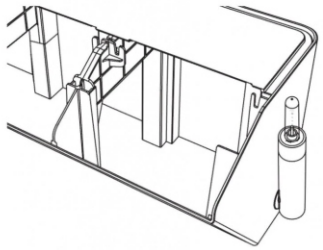

Рис. 7,2
- Для установки индикатора уровня воды извлеките круглую боковую заглушку с боковой стороны фитомодуля (слева или справа, рис. 7. 1).